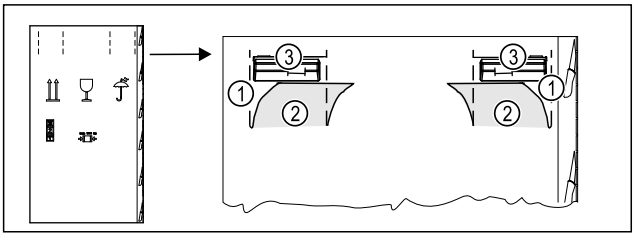

Fig. 5
- ▶ Presionar el cartón de embalaje en la parte superior de la perforación *Fig. 5 (1)*.
- ▶ Extraer las bridas prensadas *Fig. 5 (2)*.
- ▷ El mango de transporte *Fig. 5 (3)* es visible a la derecha y a la izquierda.
- ▶ Sujetar el electrodoméstico por los mangos de transporte *Fig. 5 (3)*.